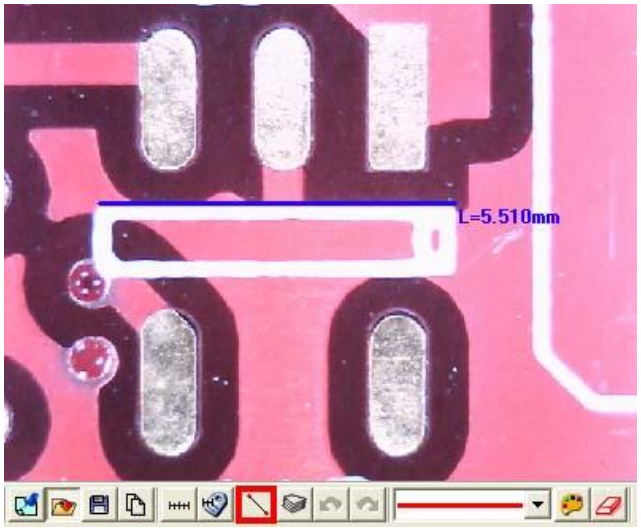

Fig 5-62 Length measurement
(1) Line: Measure the Length and use . See Fig 5-62.